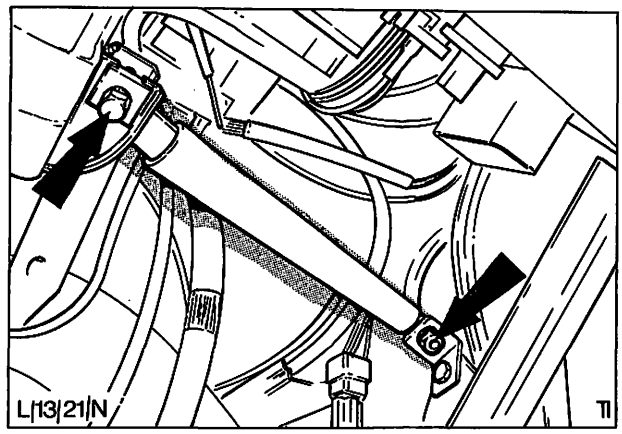

Abb. 15 Sicherungsschrauben der Lenksäulenstütze
9. Befestigungsmutter der Lenksäulenstütze an der Lenksäule lösen, siehe Abb. 15.